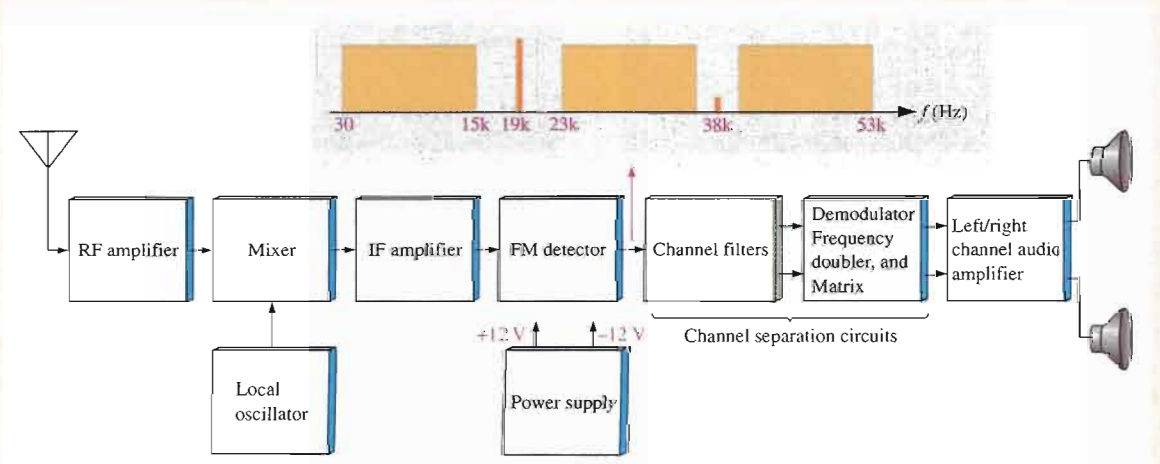

FIGURE 15–29
The L + R audio extends from 30 Hz to 15 kHz and the L − R audio is contained in two sidebands extending from 23 kHz to 53 kHz, as indicated in Figure 15–29. These frequencies come from the FM detector and go into the filter circuits where they are separated.
- Make sure that the circuit board shown in Figure 15–30 is correct by checking it against the schematic in Figure 15–31.